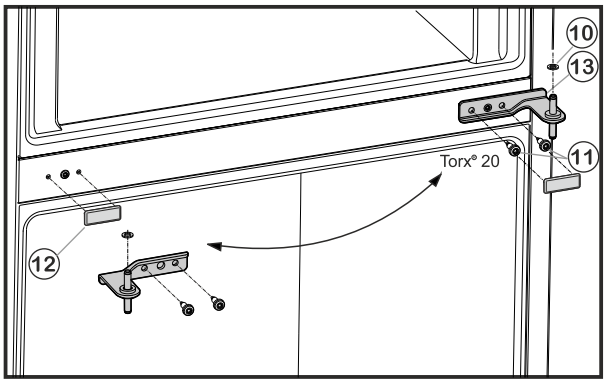

Fig. 6
- ▶ Unscrew the fastening screws *Fig. 6 (11)* (2 x Torx® 20) and pull the centre bearing block out of the lower door.
- ▶ Remove plastic washer *Fig. 6 (10)* .
- ▶ Remove the cover *Fig. 6 (12)* carefully.
- ▶ Re-install the cover *Fig. 6 (12)* on the opposite side.
- ▶ Insert the centre bearing block *Fig. 6 (13)* turned through 180° into the lower door and fasten firmly **(with 4 Nm)** to the new hinge side with the fastening screws *Fig. 6 (11)* (2 x Torx® 20).
- ▶ Refit plastic washer *Fig. 6 (10)*.
- ▶ Set the upper door down on the centre bearing block *Fig. 6 (13)*.